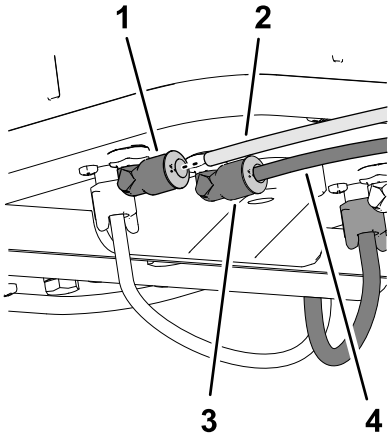

Figur 142
2. Sett det gjennomsiktige røret i luftkoblingen på sidekompressorplaten (Figur 141 og Figur 142).
3. Sett det blå røret inn i væskekoblingen på sidekompressorplaten (Figur 141 og Figur 142).
5. Sett det gjennomsiktige røret i luftkoblingen på sidekompressorplaten (Figur 141 og Figur 142).
6. Sett det blå røret inn i væskekoblingen på sidekompressorplaten (Figur 141 og Figur 142).